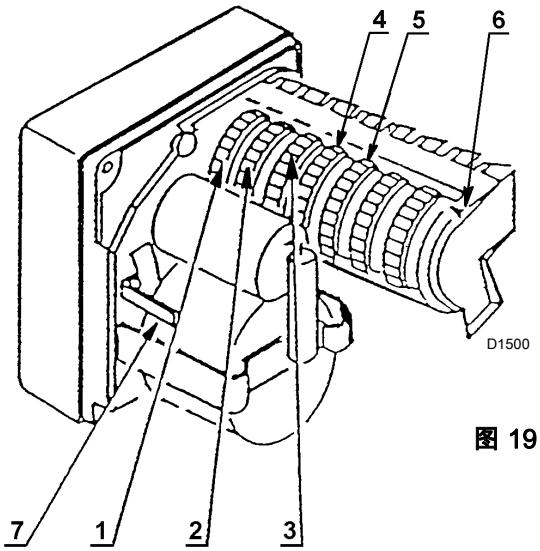

图 19
2 检查确认通过偏心轮可调节的最大行程可达约 8 mm。通常，8 mm 的调节行程即可满足燃烧器最大与最小出力的调节范围。要实现这一控制，使用杠杆 (7)(图 19，页 14)，释放伺服马达，手动旋转凸轮，这样检查调节杆的调节范围不会是否合适。停止控制时，注意重新联接伺服马达。